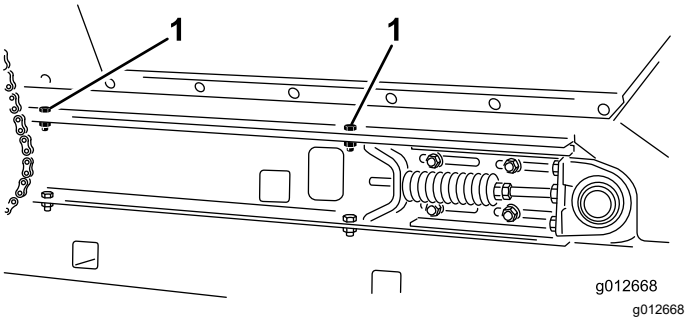

Figur 31
2. Ta bort de två huvudskruvar, två brickor och två låsmuttrar som fäster tråget i glidflaksskenorna på maskinens båda sidor (Figur 31).